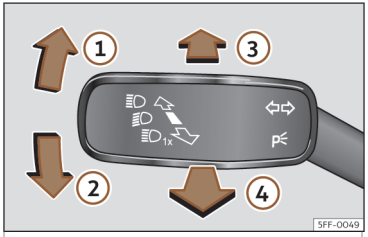

Fig. 96 Leva degli indicatori di direzione e degli abbaglianti (a seconda della versione).
- Dalla posizione di base, spingere in avanti la leva degli indicatori di direzione e degli abbaglianti>>> fig. 96 ③.
- **OPPURE:** con le luci abbaglianti accese, spostare la leva degli indicatori di direzione e degli abbaglianti all'indietro>>> fig. 96 ④.